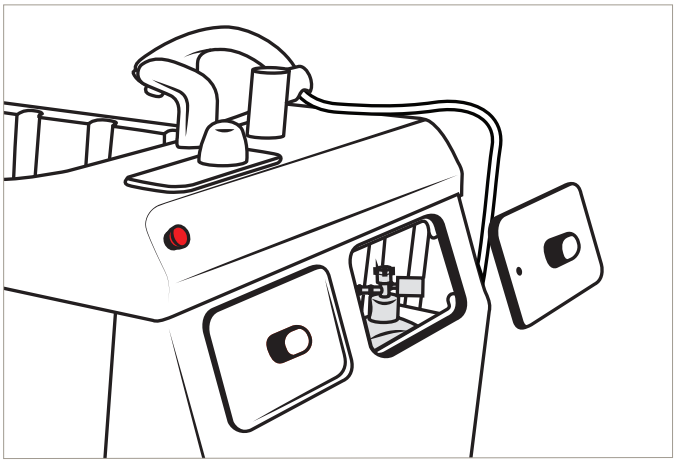

Afbeelding 53
2. Ontgrendel en verwijder klep B. Zie Afbeelding 53.